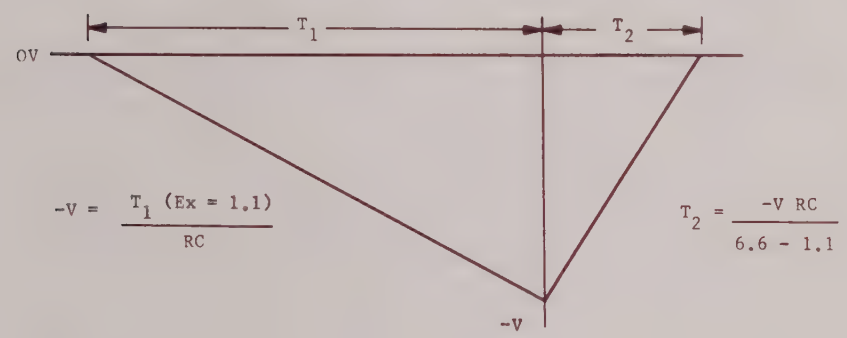

FIGURE 2-3. INTEGRATOR OUTPUT
f) The integrator output will move negative in a ramp-like fashion (see Figure 2-3), feeding back a correction voltage to maintain the summing junction at -1.1v. As a result, a current flows through the 500k ohm resistor proportional to the pre-amp output plus 1.1v. This current charges C82. Because the integrator is an FET input amplifier with very high input resistance, C80 will not discharge.
Figure 2-3 illustrates the integrator output and gives the pertinent equations for the signal integrate and reference integrate cycles. Solving the two expressions for -v gives: